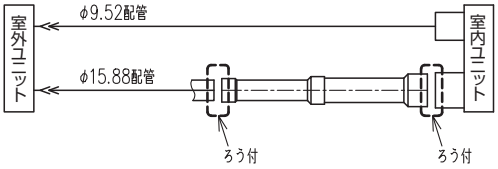

図4
●図4のように室内ユニットのガス側配管に付属配管②をろう付して使用してください。